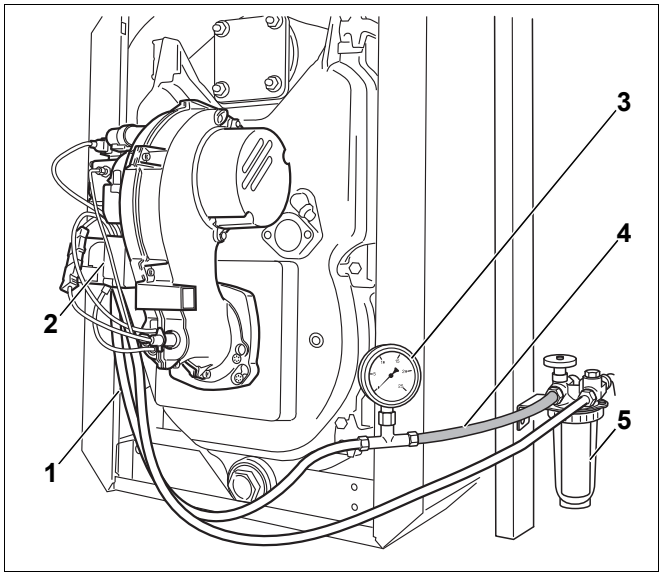

*Рис. 14 Топливный фильтр, вакуумметр и прозрачный трубопровод*
- Установить вакуумметр (Рис. 14, **поз. 3**) с прозрачным шлангом (Рис. 14, **поз. 4**; дополнительная комплектация), как показано на рисунке 14, между топливным фильтром (Рис. 14, **поз. 5**) и всасывающим топливопроводом (Рис. 14, **поз. 1**).
- Снять автомат горения дизельного топлива (Рис. 14, **поз. 2**) с цоколя.
- Контролируйте отсутствие пузырьков воздуха во всасываемом топливе, идущем по прозрачному шлангу (Рис. 14, **поз. 4**).
- Перекрыть запорный кран на топливном фильтре (Рис. 14, **поз. 5**, стр. 21) и снять прозрачный шланг (Рис. 14, **поз. 4**, стр. 21) с вакуумметром (Рис. 14, **поз. 3**, стр. 21).
- Присоединить всасывающий трубопровод (Рис. 14, **поз. 1**, стр. 21) к штуцеру на топливном фильтре (Рис. 14, **поз. 5**, стр. 21).
- Открыть запорный кран на топливном фильтре (Рис. 14, **поз. 5**, стр. 21).